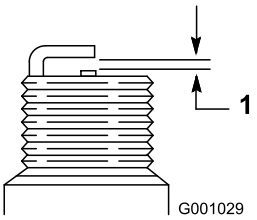

Figur 45
7. Still mellomrommet mellom elektrodene på en ny tennplugg til 0,76 mm (Figur 45).